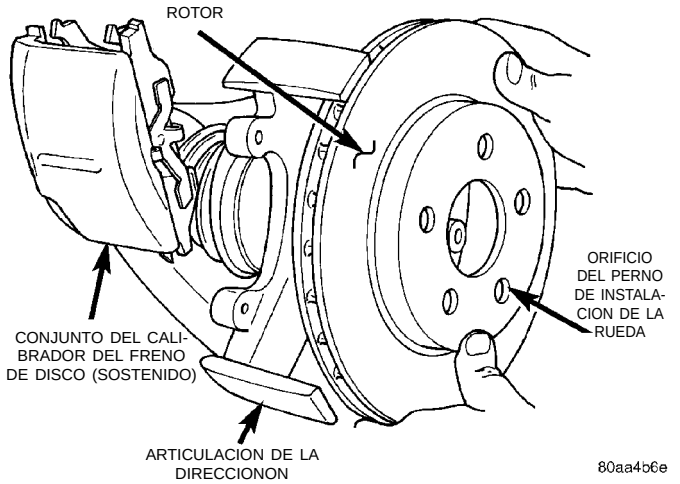

Fig. 19 Retire e instale el rotor
(8) Retire el rotor de maza/cojinete delantero. (Fig. 19).
(6) Instale el rotor en el maza y cojinete (Fig. 19).